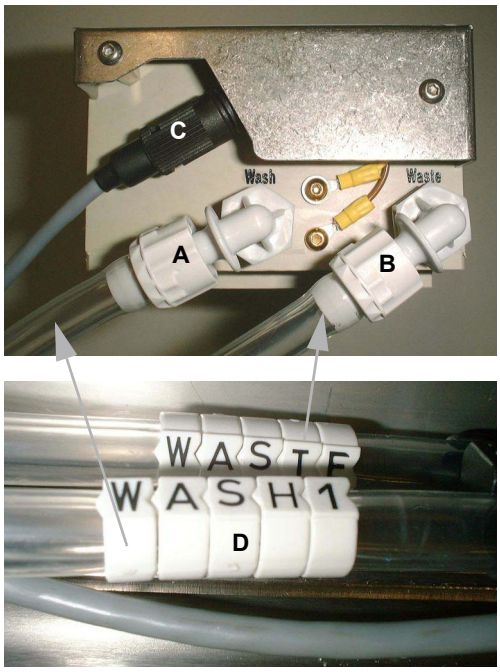

Fig. 5-7 Connexions du bloc de lavage
4 Brancher le câble de capteur de niveau de lavage dans les connecteurs correspondants sur l'unité de lavage (C) et le bloc de lavage (C, Fig. 5-7, 🗎 5-5).